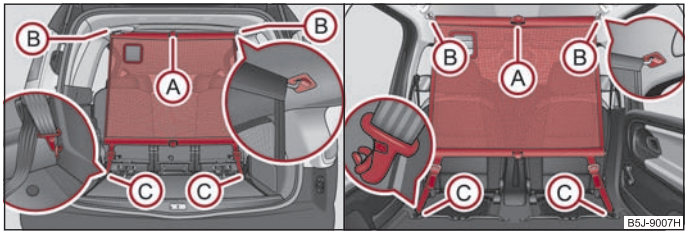

Fig. 61 Use of the static separation net behind the rear seats / behind the front seats
- Insert the cross rod into the mount (B) first on the one side and push the cross rod forward. In the same way, fix the cross rod to the other side of the vehicle, mount (B) ⇒ page 65, fig. 61.
- Hang the carabines (C) at the ends of the strap into the lashing eyes behind the rear seats.
- Slacken the bands on both sides and take off the carabines (C) ⇒ page 65, fig. 61.
- Take the cross rod out of the mounts (B).
Installing and removing the static separation net behind the front seats ⇒ page 65, fig. 61 on the right is carried out analogously as behind the rear seats. Use the eyes behind the front seats to attach the carabines. Remove the rear seats to enlarge the luggage compartment.